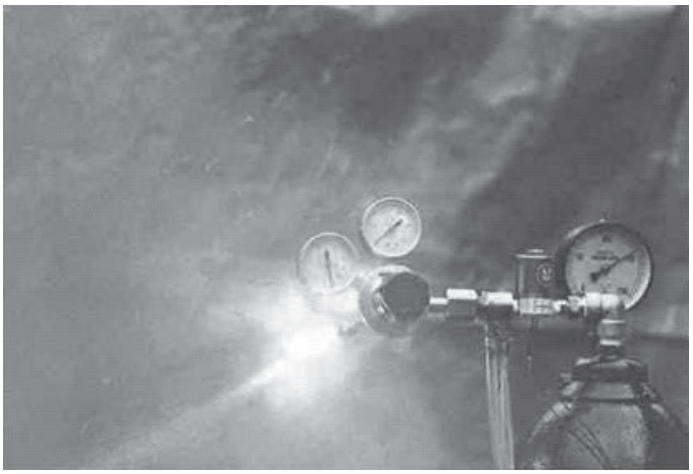

図 2.3　断熱圧縮で発火する酸素用圧力調整器（再現実験）[6)]
13) 酸素用圧力調整器にごみ（金属粉を含む）や油が混入すると，発火することがある（**図 2.3**）。